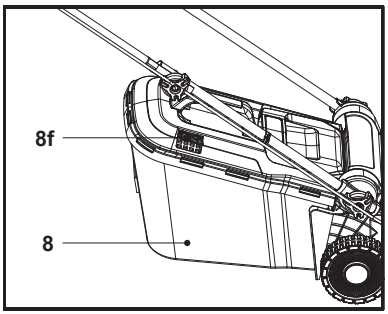

Fig. 10
1. Quando a escotilha (8f) está aberta, resta volume suficiente no recipiente de recolha de relva (8) (Fig. 10).